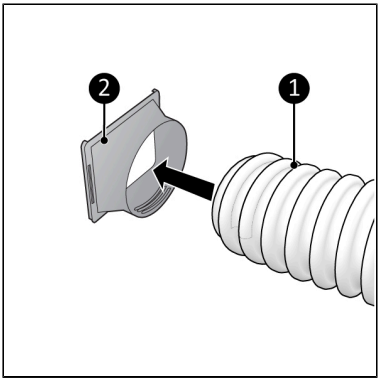

Figuur 8.
1. Sluit de slangaansluiting (Figuur 8, pos. 2) aan op het ene uiteinde van de warmeluchtuitgangsslang (Figuur 8, pos. 1).